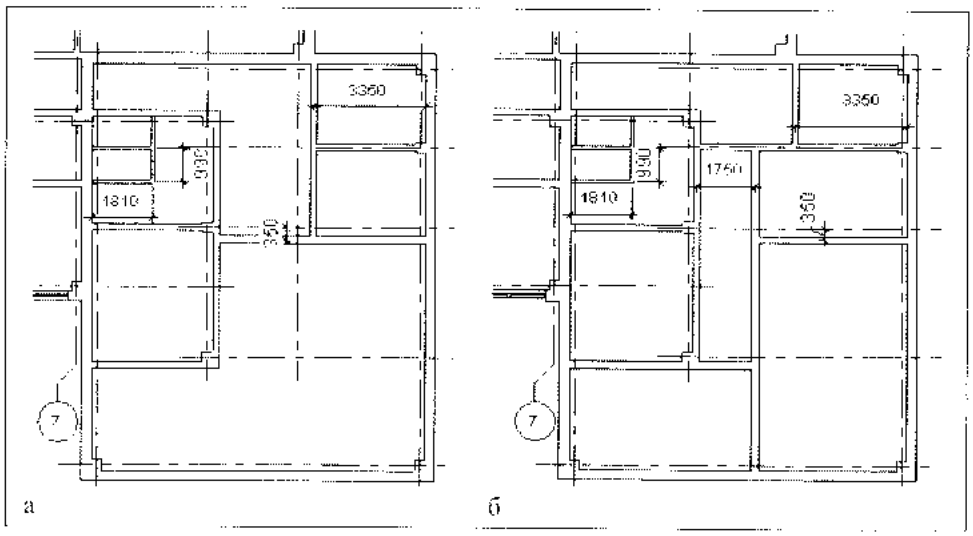

Рис. 21.12. *Установка перегородок в правой части здания*
3. На виде плана этажа *Первый этаж* нарисовать перегородки в правой части здания (кроме перегородок в туалете), как показано на рис. 21.12,а.
6. На виде плана этажа *Первый этаж* нарисовать перегородки в туалете правой части здания, как показано на рис. 21.12,а.
2. Используя команды на ленте **Modify** в разделе **Edit** привести схему перегородок к виду, как показано на рис. 21.12,б.